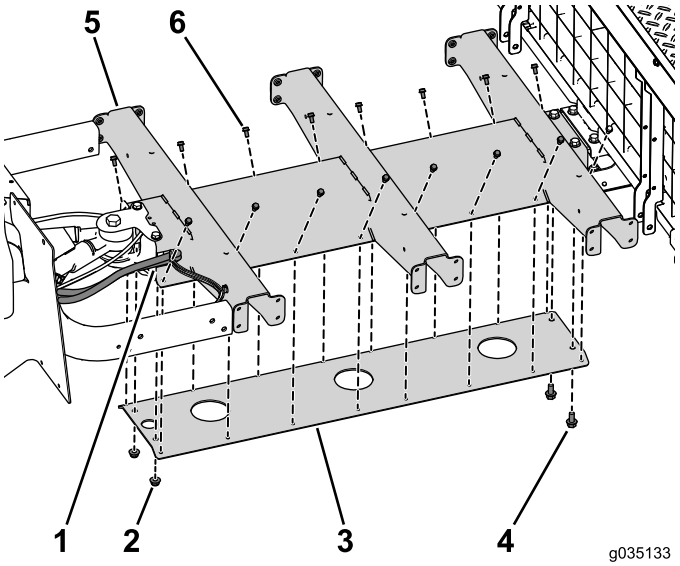

Figure 78
2. Posez, sans les serrer, les 2 boulons (3/8" x ¾"), 16 boulons (¼" x ½") et 2 écrous à embase (3/8") pour assujettir la plaque inférieure au profilé central (Figure 78).